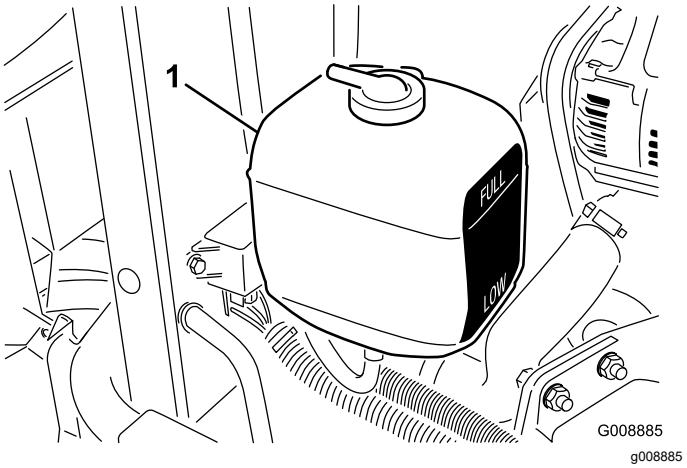

Figuur 31
1. Controleer het koelvloeistofpeil in de expansietank (Figuur 31). Als de motor koud is, behoort het koelvloeistofpeil ongeveer halverwege tussen de markeringen op de zijkant van de tank te staan.